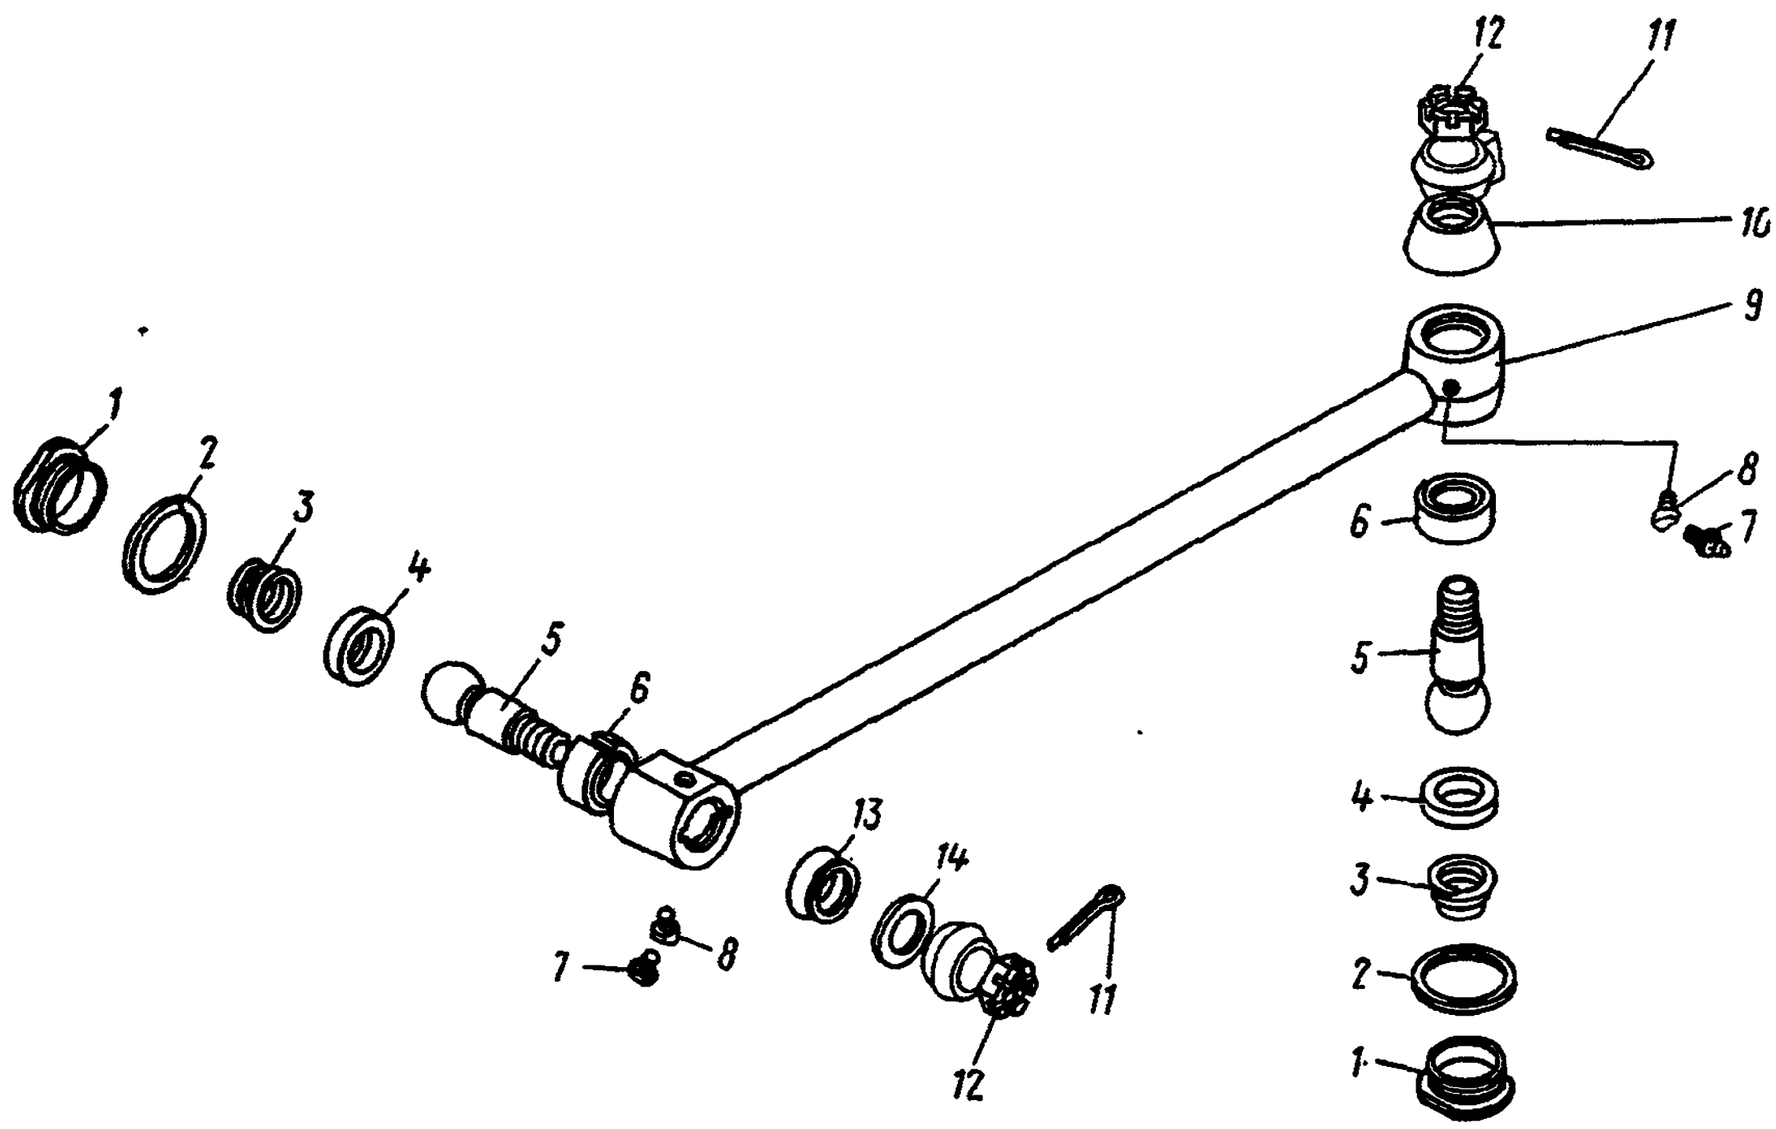
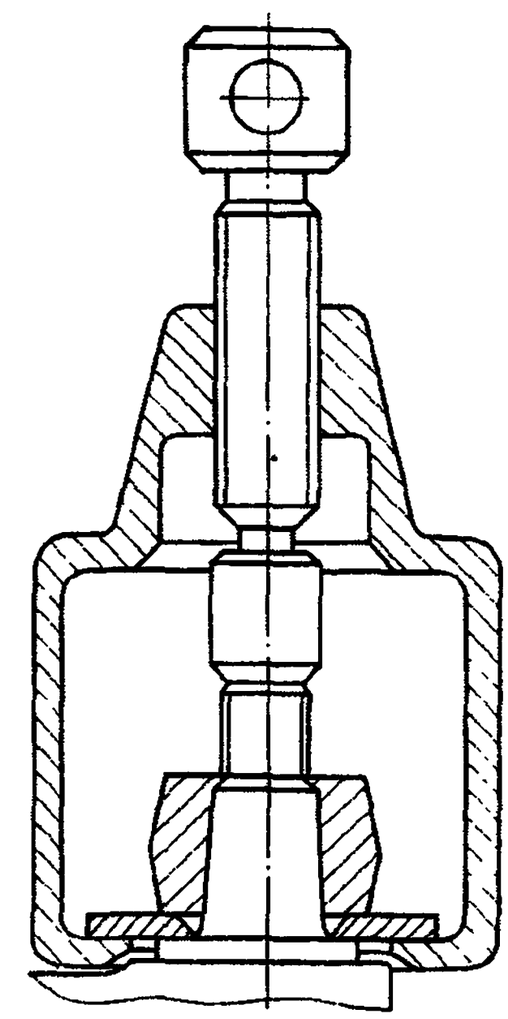
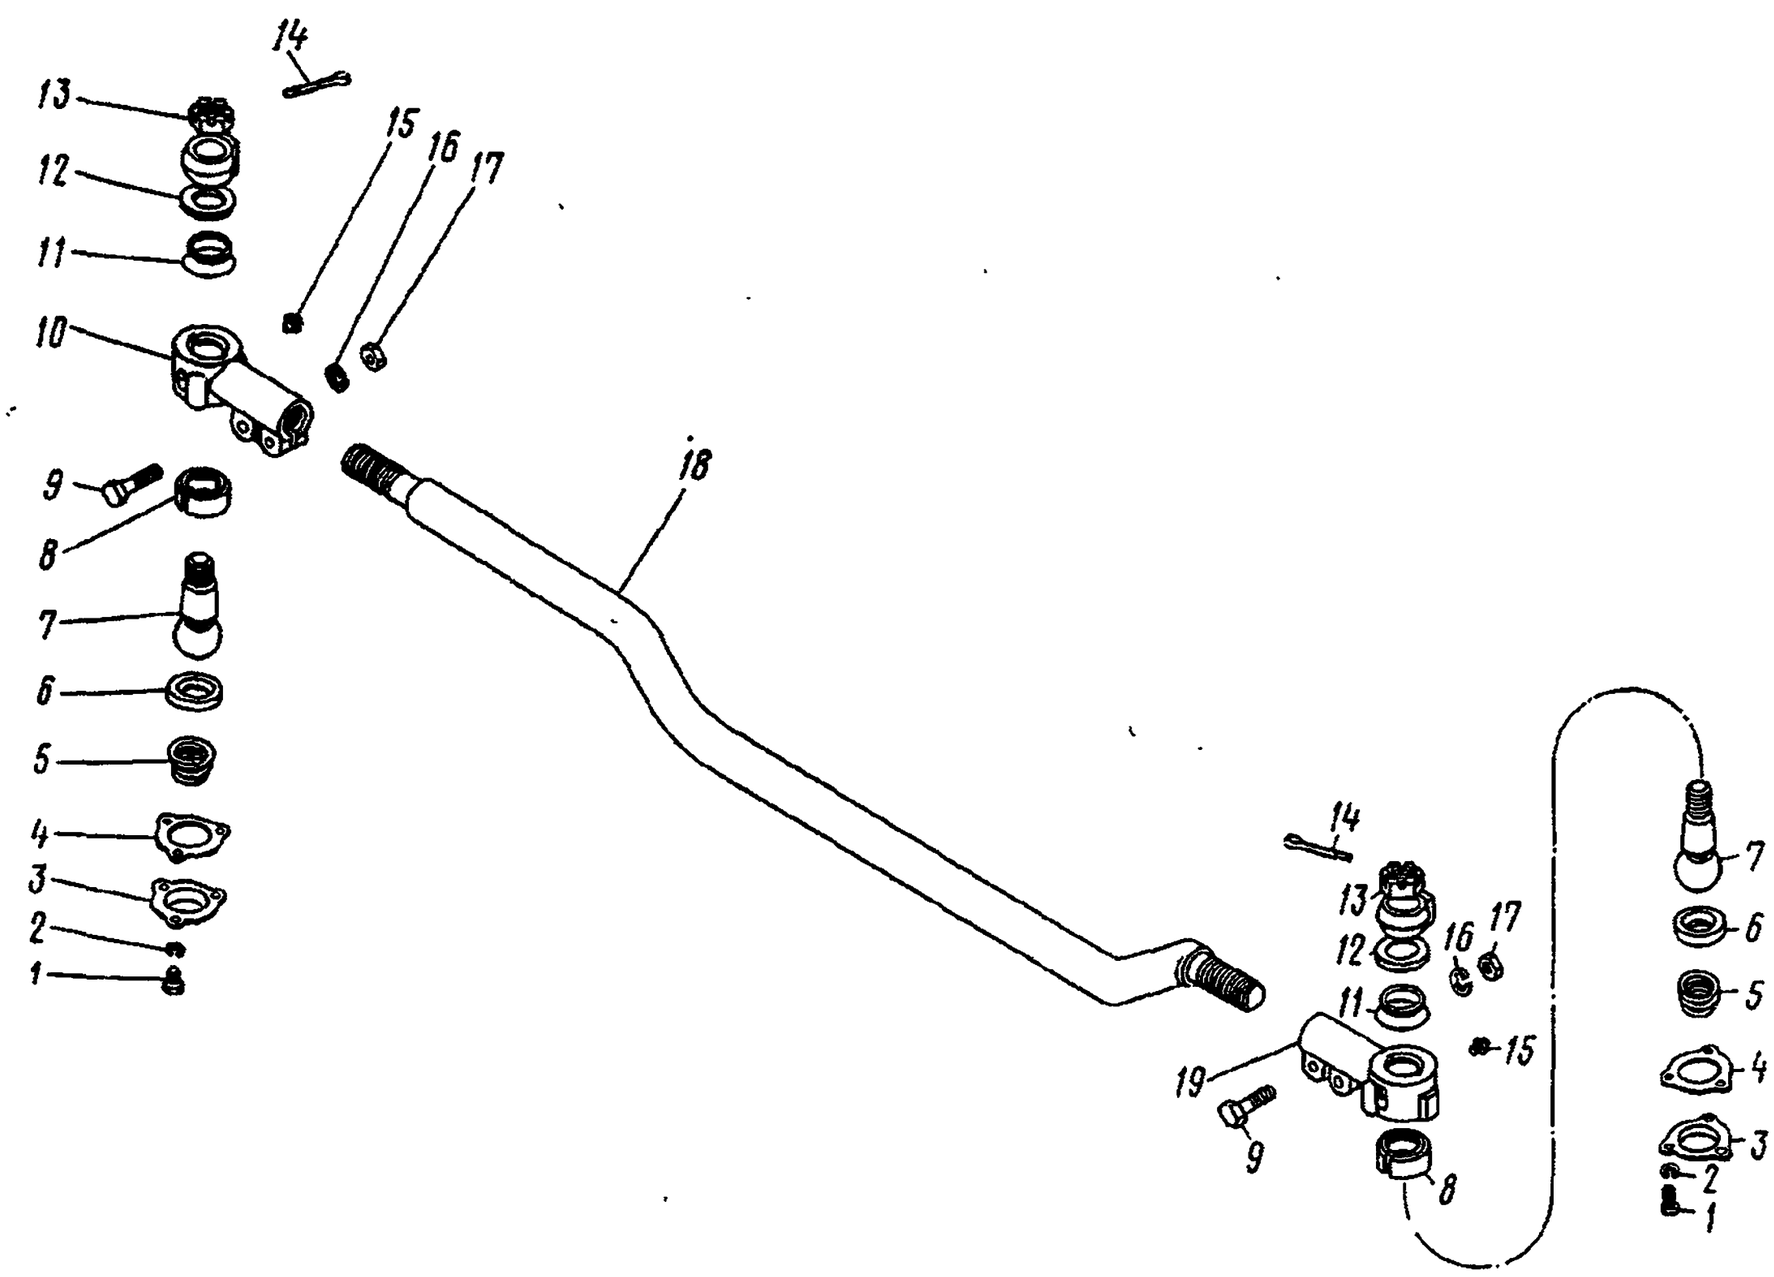

Рис. 55. Тяга сошки рулевого механизма:
Рис. 56. Выпрессовка пальца рулевой тяги
Рис. 57. Тяга рулевой трапеции:
2. Расшплинтуйте и отверните гайку *12* (рис. 55) крепления шарового пальца головки тяги сошки со стороны верхнего рычага левого поворотного кулака	Плоскогубцы, сменная головка 36 мм и вороток
4. Выпрессуйте съемником (рис. 56) шаровой палец *5* (см. рис. 55) из проушины сошки, отсоедините головку тяги от сошки и наверните гайку на шаровой палец	Съемник
2. Расшплинтуйте и отверните гайку *13* (рис. 57) крепления шарового пальца наконечника *10* тяги рулевой трапеции к корпусу правого поворотного кулака	Плоскогубцы, сменная головка 36 мм и вороток, молоток, шплинтовыдергиватель
3. Выпрессуйте съемником (см. рис. 56) шаровой палец *7* (см. рис. 57) тяги из конусного отверстия правого поворотного кулака, отсоедините наконечник тяги от кулака и наверните гайку на шаровой палец	Съемник, молоток